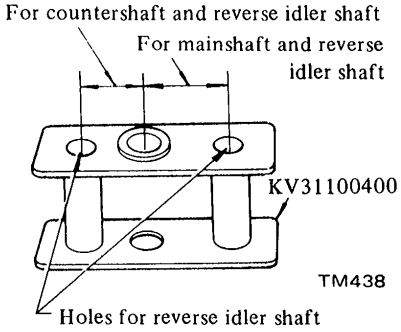

Fig. MT-34 Transmission Press Stand
2. Set Transmission Press Stand KV31100400 and place adapter plate assembly on it. See Figure MT-34.